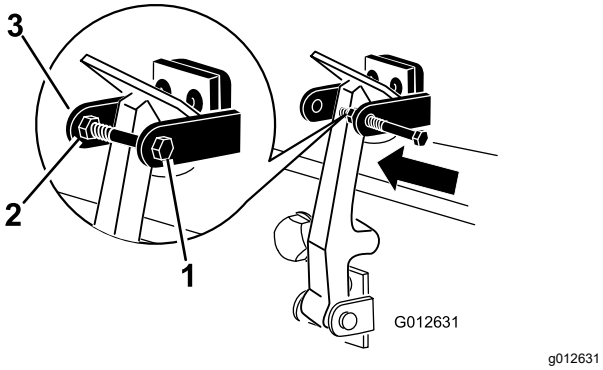

Figur 16
7. Skruva i bulten i den andra armen på motorhuvsspärrens fäste för att låsa spärren på plats (Figur 16).